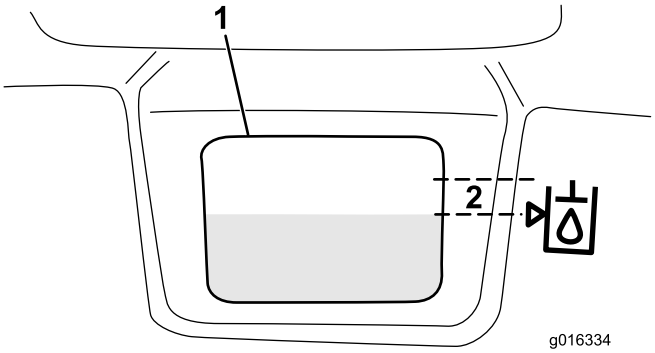

**Figur 32**
3. Fyll långsamt tanken med lämplig hydraulvätska tills nivån är vid eller inom 6 mm från pilen i symbolen bredvid det vita fönstret på tankens framsida (Figur 32). Fyll inte på för mycket.